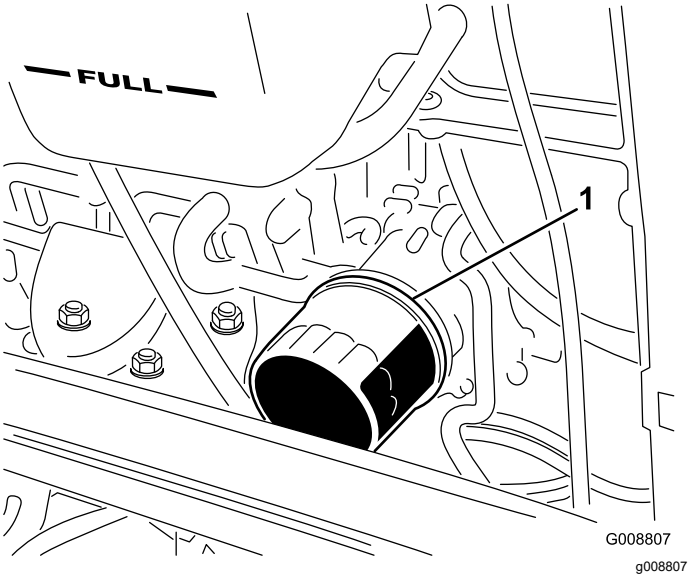

Figuur 57
2. Verwijder het oliefilter (Figuur 57). Smeer een dun laagje schone olie op de nieuwe filterpakking voordat u deze vastschroeft. Niet te vast draaien.